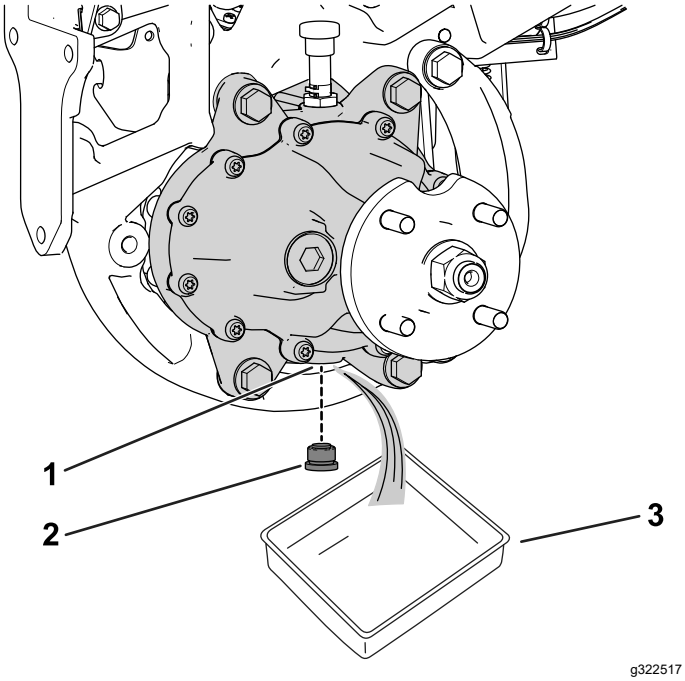

Figur 65
3. Placera ett avtappningskärl under hjulmotorn (Figur 65).
4. Ta bort pluggen från avtappningsöppningen (Figur 65).
6. Montera avtappningspluggen i avtappningsöppningen (Figur 65).